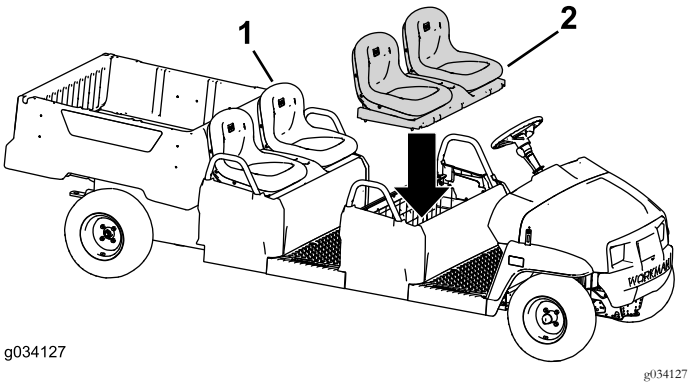

Рисунок 99
2. Установите ранее снятое с машины сиденье в сборе на задний ряд (Рисунок 99).
3. Установите сиденье в сборе на передний ряд (Рисунок 99).